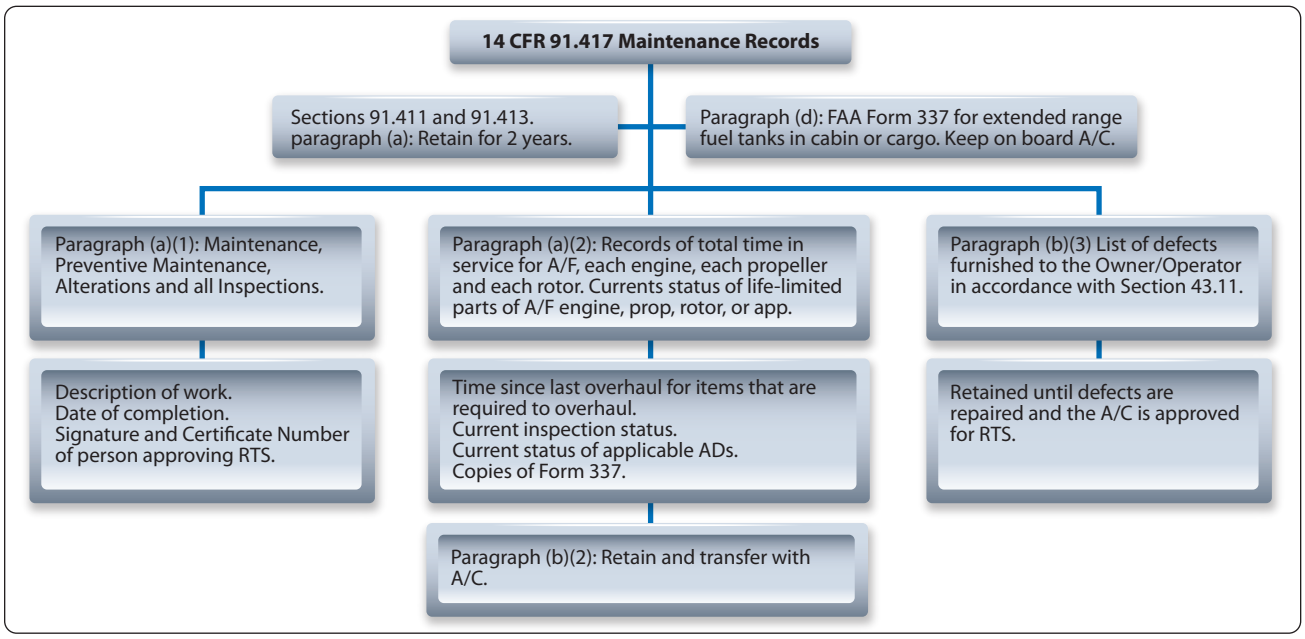

Figure 2-10. *Maintenance records.*
The understanding and implementation of this section is fundamental to the aircraft industry, in general, and the aircraft owner/operator, in specific. A professional maintenance technician must be knowledgeable of this section and be able to help the owner/operator understand it. *[Figure 2-10]* This section identifies four types of records—two are quite specific (paragraphs a and d) and two are more general: (a)(1) and (a)(2). Paragraph (a) refers to the 411 and 413 testing that requires testing every 24 months. Therefore, records must be kept for that length of time. Paragraph (d) refers to the installation of fuel tanks in the cabin or cargo area. The FAA Form 337 authorizing this installation must be kept on board the aircraft all the time.
defined in (b)(1) as being retained for 1 year or until the work is repeated or superseded. Subparagraph (a)(2) specifies the records that are permanent records and are identified in subparagraph (b)(2) as those that must be transferred with the aircraft. Refer to the chart for further clarification. *[Figure 2-10]*